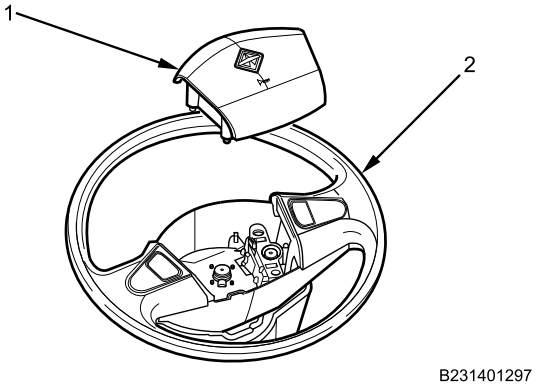

Figure 5. Horn Button Assembly Removed.
6. Remove horn button assembly (Figure 5, Item 1) from steering wheel assembly (Figure 5, Item 2).